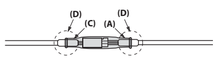

Fig.15/Schéma 15/Fig.15
**3 Check -Fig.15**
**3 Vérification - Fig.15**
**3 Comprobación - Fig. 15**